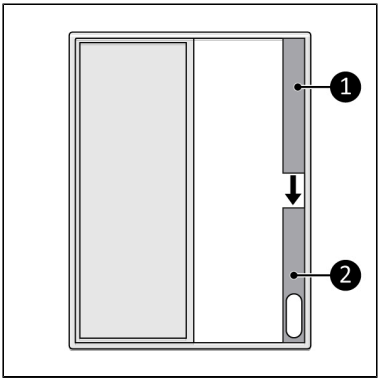

Figure 27.
3. Place the included window kit in the opening of the window (Figure 27, pos. 2). Use the top part (Figure 27, pos. 1) to adjust the height of the window.